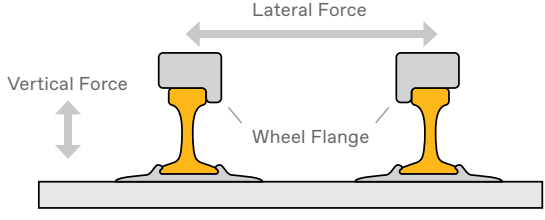

Figure 2
3. Push (spread) the rail out of gauge. ***(Figure 2)***